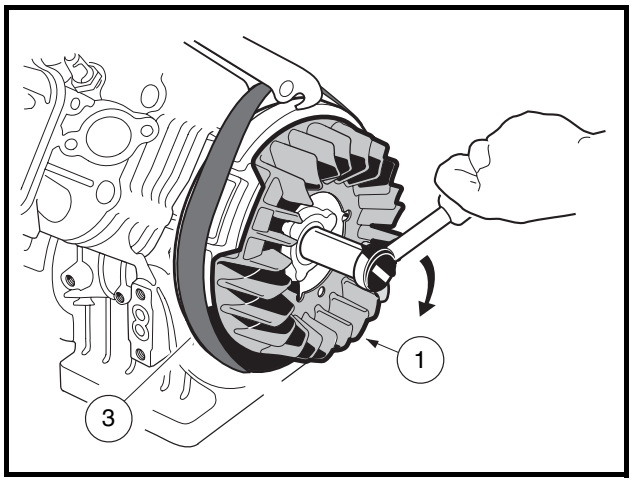

Figure 13-12 Fan and Flywheel Assembly
2. Use a strap wrench (3) to keep the flywheel and fan assembly (1) from turning while tightening the flywheel nut to 63 ft-lb (85.4 N·m) **(Figure 13-12, Page 13-9)**. **See following CAUTION.**